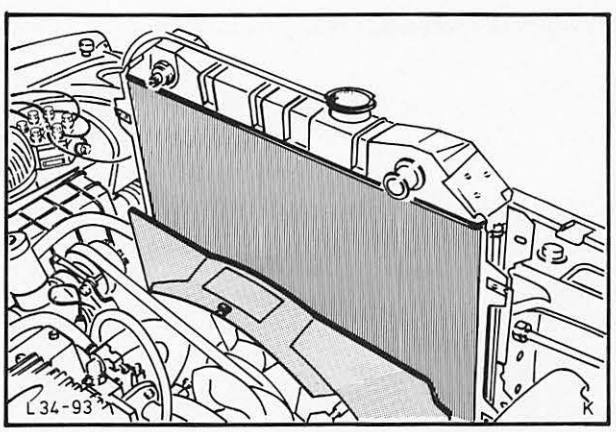

Abb. 64 Kühler mit Luftführung einsetzen
14. Kühler zusammen mit Luftführung einsetzen und Kühler befestigen, Abb. 64.